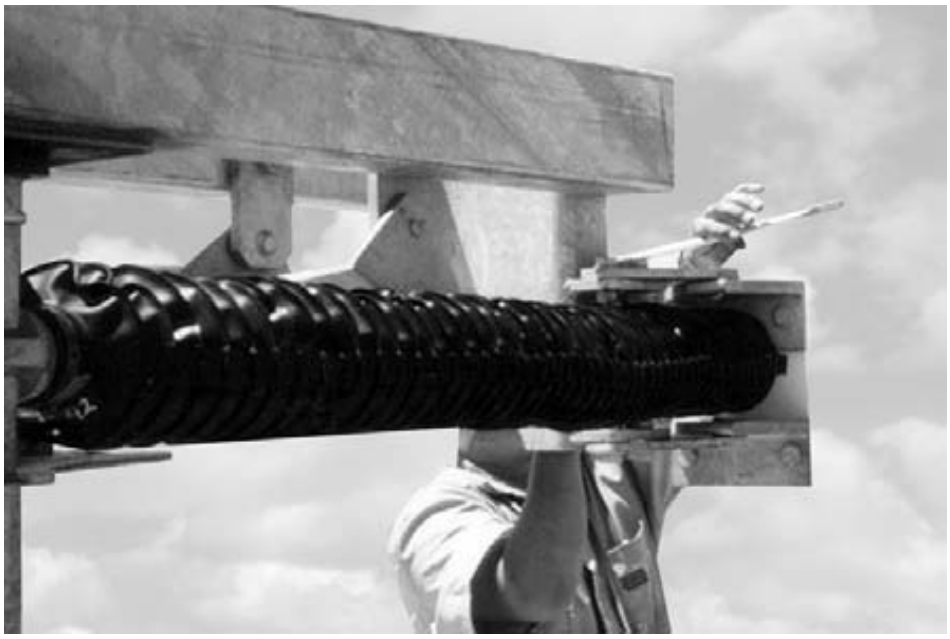

Figure 34
Step 9 — Pull the protective boot over the jackscrew, and clamp at the end as shown in Figure 34.